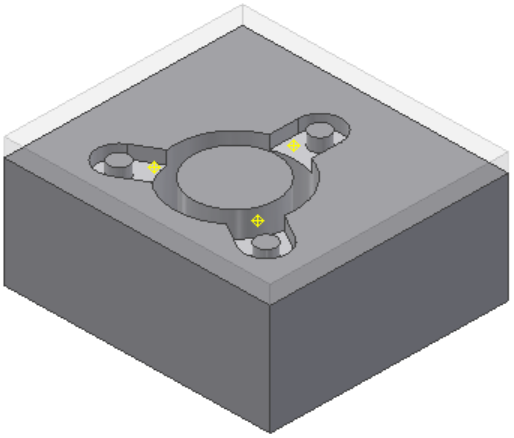

Figure 19-79 *The core and cavity generated*
e. Generate core and cavity, refer to Figure 19-79 and create runner, refer to Figure 19-81.
2. Choose the **OK** button from the dialog box; the core is generated, as shown in Figure 19-79.